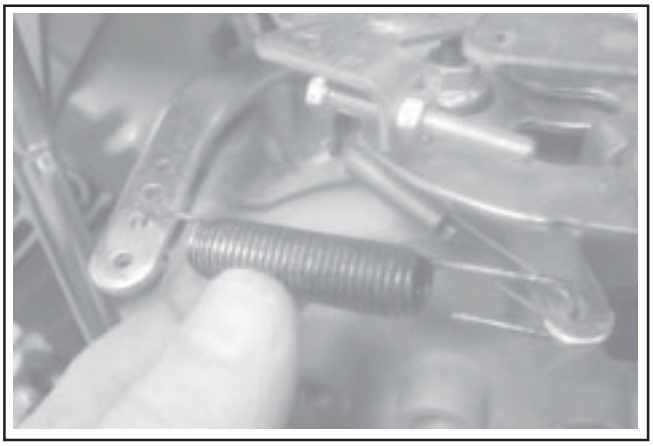

Figure 11-85. Connecting Spring to Governor Lever.
3. Connect the governor spring from the main control bracket to the appropriate hole in the governor lever as indicated in the following charts. Note that hole positions are counted from the pivot point of the governor lever. See Figures 11-85 and 11-86, and the appropriate chart.